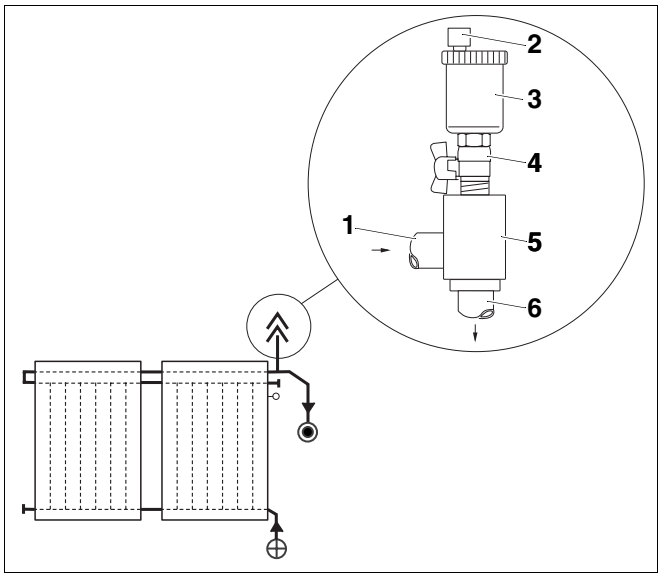

Afb. 64 Afbeelding ontluchter met luchtbeker
Wanneer u de zonne-installatie op het hoogste punt van de installatie wil ontluchten met automatische ontluchters (afb. 64, toebehoren), dan moet u de leidingen met een stijging naar de ontluchter plaatsen.
De zonne-installatie wordt via de geopende afsluitschroef (afb. 64, **pos. 2**, pagina 52) ontlucht. Opdat er langs de geopende afsluitschroef geen vocht in de zonne-installatie zou binnendringen, moet het beschermkapje (weersomstandigheden) (afb. 64, **pos. 2**, pagina 52) steeds op de afsluitschroef geplaatst worden.